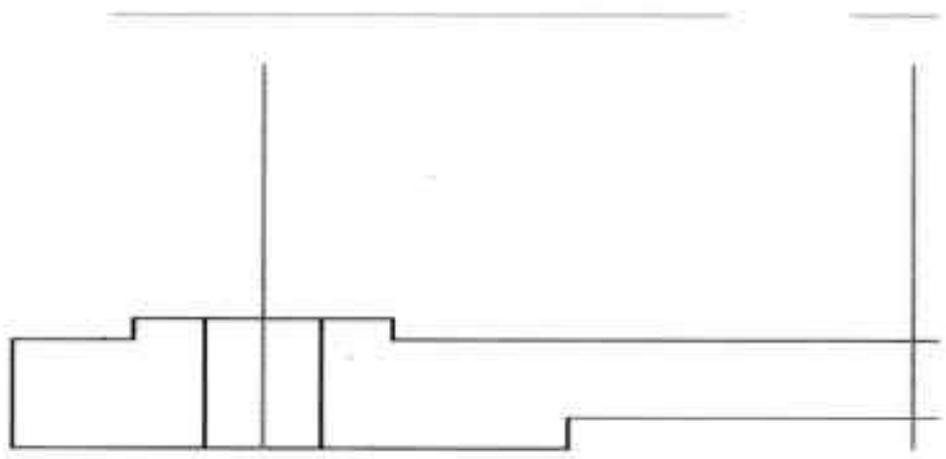

图21-68 修剪其余线段
Step 27 继续执行“修剪”命令，对其余线段进行修剪操作，如图 21-68 所示。